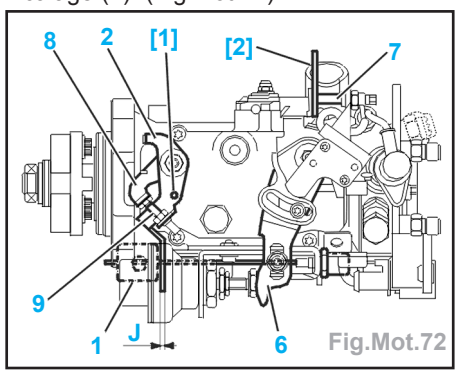

Fig.Mot.72
- Placer une cale de 3 mm [2] entre le levier de charge (6) et la butée anticalage (7) (Fig.Mot.72).